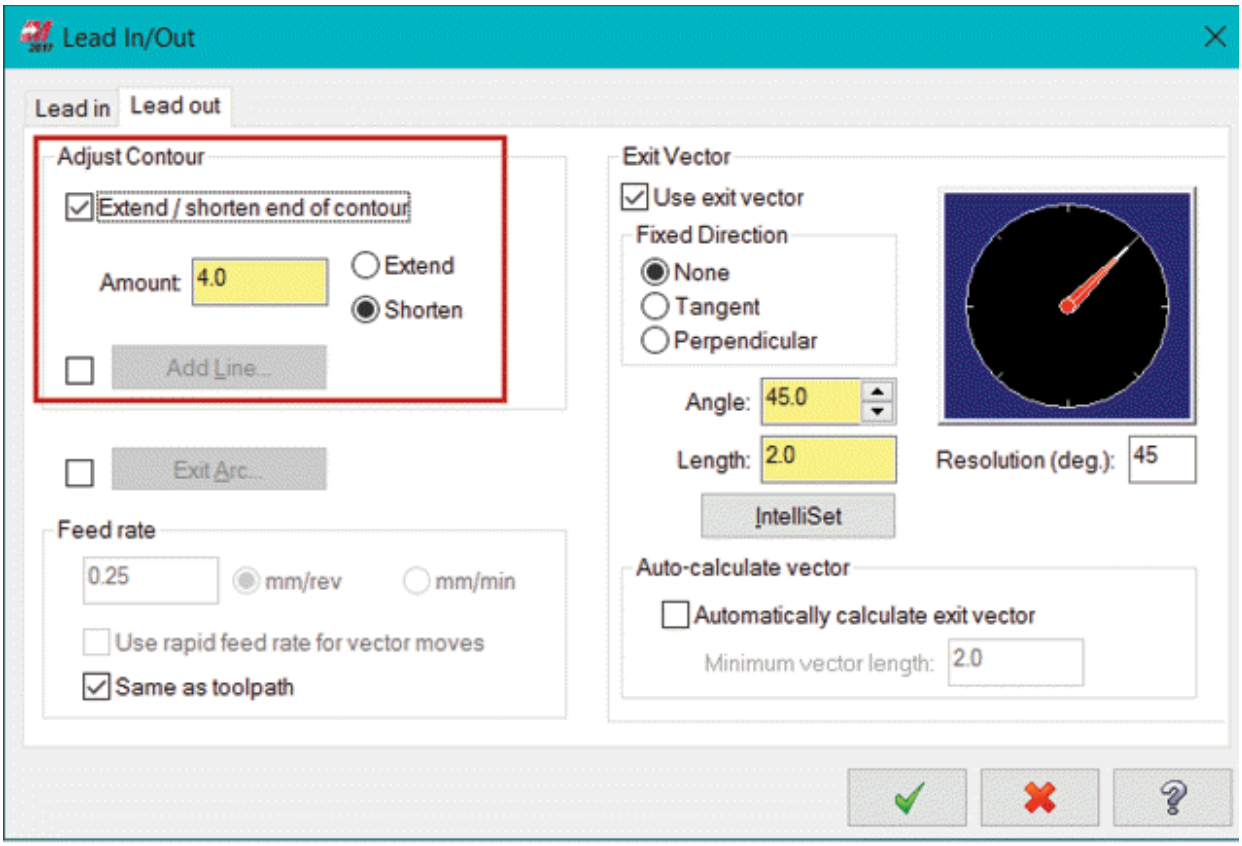

Figure-121. Adjusting contour to save tool and chuck
- Select the **Shorten** radio button and specify the amount as **4.0** in the edit box; refer to Figure-121.